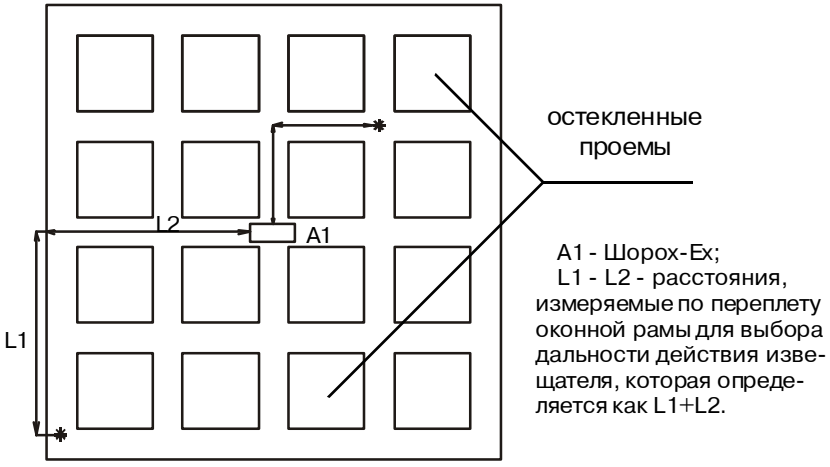

Рисунок 97 - Размещение извещателя для охраны переплета оконной рамы
- при использовании извещателя для охраны переплета оконной рамы измерение его дальности действия следует производить по деревянным частям рамы (рисунок 97);